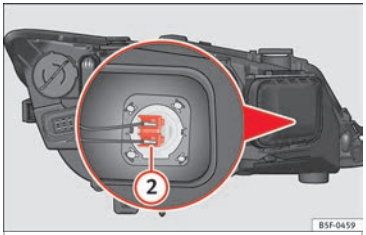

Fig. 109 Lámpara de luz de carretera.
– Presione lateralmente el conector ››› fig. 109 (2) a la izquierda o derecha y tire.